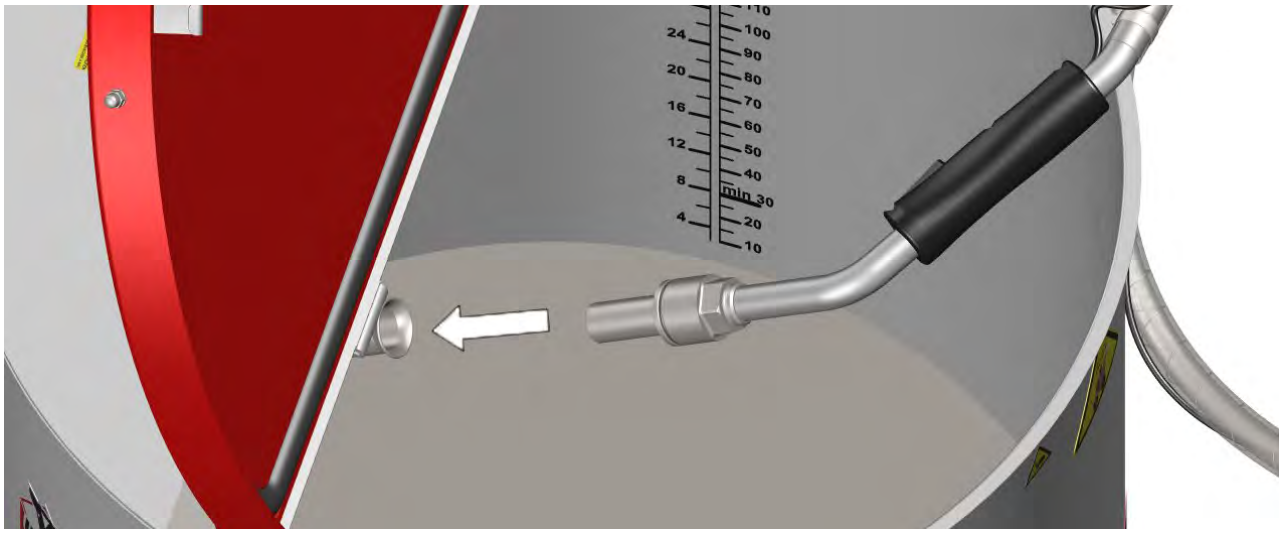

Рисунок 23: Подключение дозировочного пистолета к устройству для мойки
1. Подключите дозировочный пистолет к устройству для мойки (см. Рисунок 23: Подключение дозировочного пистолета к устройству для мойки.)